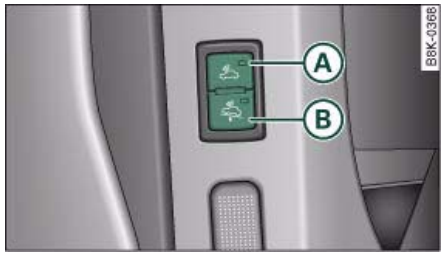

Fig. 43 Front end of the driver's door: Switches for interior monitor and tow-away protection
– Press switch (A) ⇒ *page 50,* fig. 43. The diode in the switch will light up.